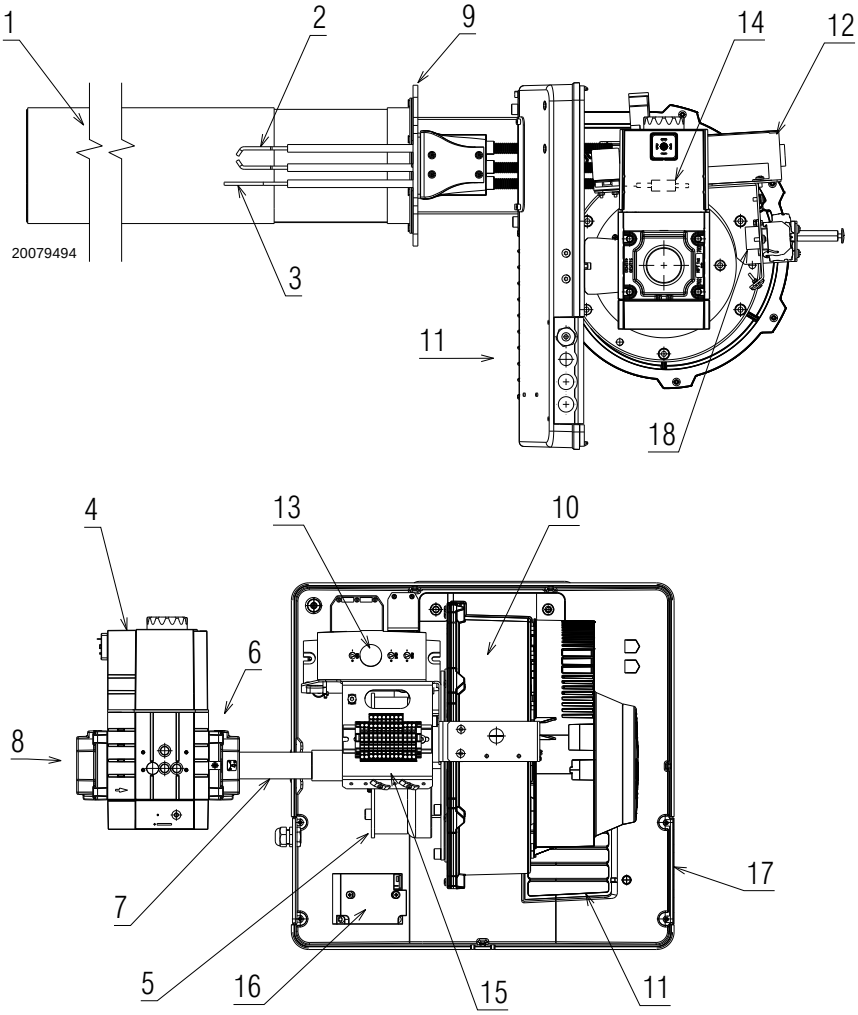

Fig. 2
(1) Condizioni di riferimento: Temperatura ambiente 20°C - Temperatura gas 15°C - Pressione barometrica 1013 mbar - Altitudine 0 m s.l.m.
(2) Pressione gas di ingresso 8)(Fig. 2) con pressione zero in camera di combustione ed alla potenza massima del bruciatore.
(3) Test di emissioni sonore effettuati secondo la normativa EN 15036-1 con accuratezza di misura σ = ± 1,5 dB, nel laboratorio di combustione del costruttore con bruciatore funzionante su caldaia di prova alla massima potenza.
l'accensione del pulsante dell'apparecchiatura 13)(Fig. 2) avverte che il bruciatore è in blocco. Per sbloccare premere il pulsante.